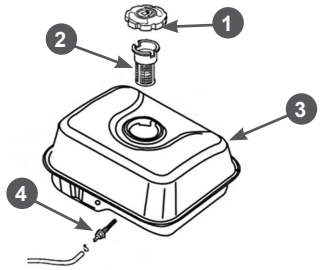

**Рис. 26 Топливные фильтры**
В топливном баке установлены два сетчатых топливных фильтра. Один фильтр устанавливается в заливной горловине топливного бака. Второй фильтр конструктивно объединен со штуцером топливного бака и установлен внутри бака (Рис. 26).
Через каждые 300 часов работы необходимо производить очистку топливного бака от грязи и конденсата. Одновременно с очисткой топливного бака необходимо проверять и очищать фильтр 4, установленный внутри бака (Рис. 26). Поврежденный или сильно загрязненный фильтр необходимо заменить.
3. Выкрутите из топливного бака выходной штуцер 4 и произведите его очистку (Рис. 26). Внимательно осмотрите сетчатый фильтр. При обнаружении механических повреждений замените штуцер топливного бака.